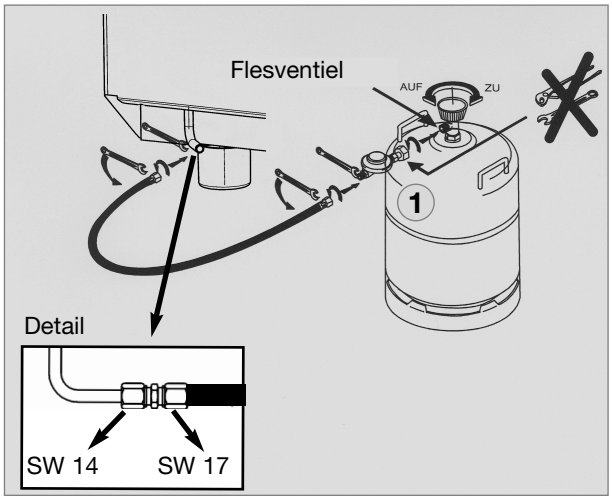

Afb. 3
- Er moet een vast ingestelde drukregelaar **(1)**, afb. 3, (drukreduceerklep) in de aanvoerleiding naar het apparaat zijn geïnstalleerd. De koelkast mag met geen andere dan op het typeplaatje vermelde druk worden gebruikt.